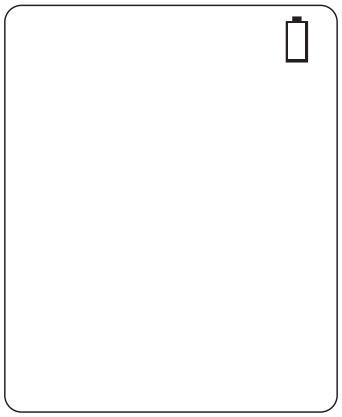

Abbildung 9
1. Ersetzen Sie die Batterie, wenn »▯« in der oberen rechten Ecke der LCD-Anzeige blinkt. (Siehe Abbildung 9)